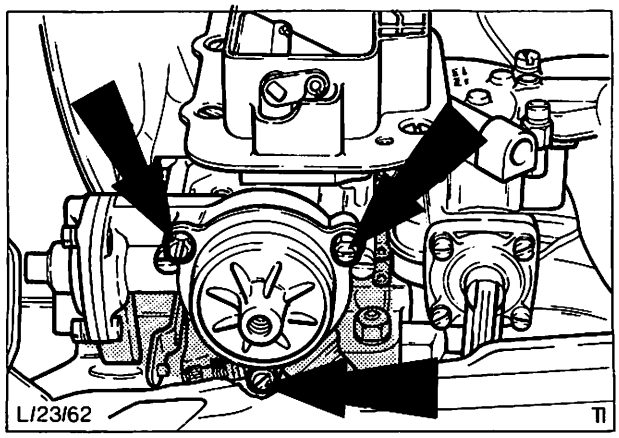

Abb. 123 Befestigungsschrauben – Thermofedergehäuse (Wassergehäuse – Startautomatik zur Verdeutlichung abgebaut)
5. Schrauben (3) entfernen und Thermofedergehäuse komplett abbauen, Abb. 123.